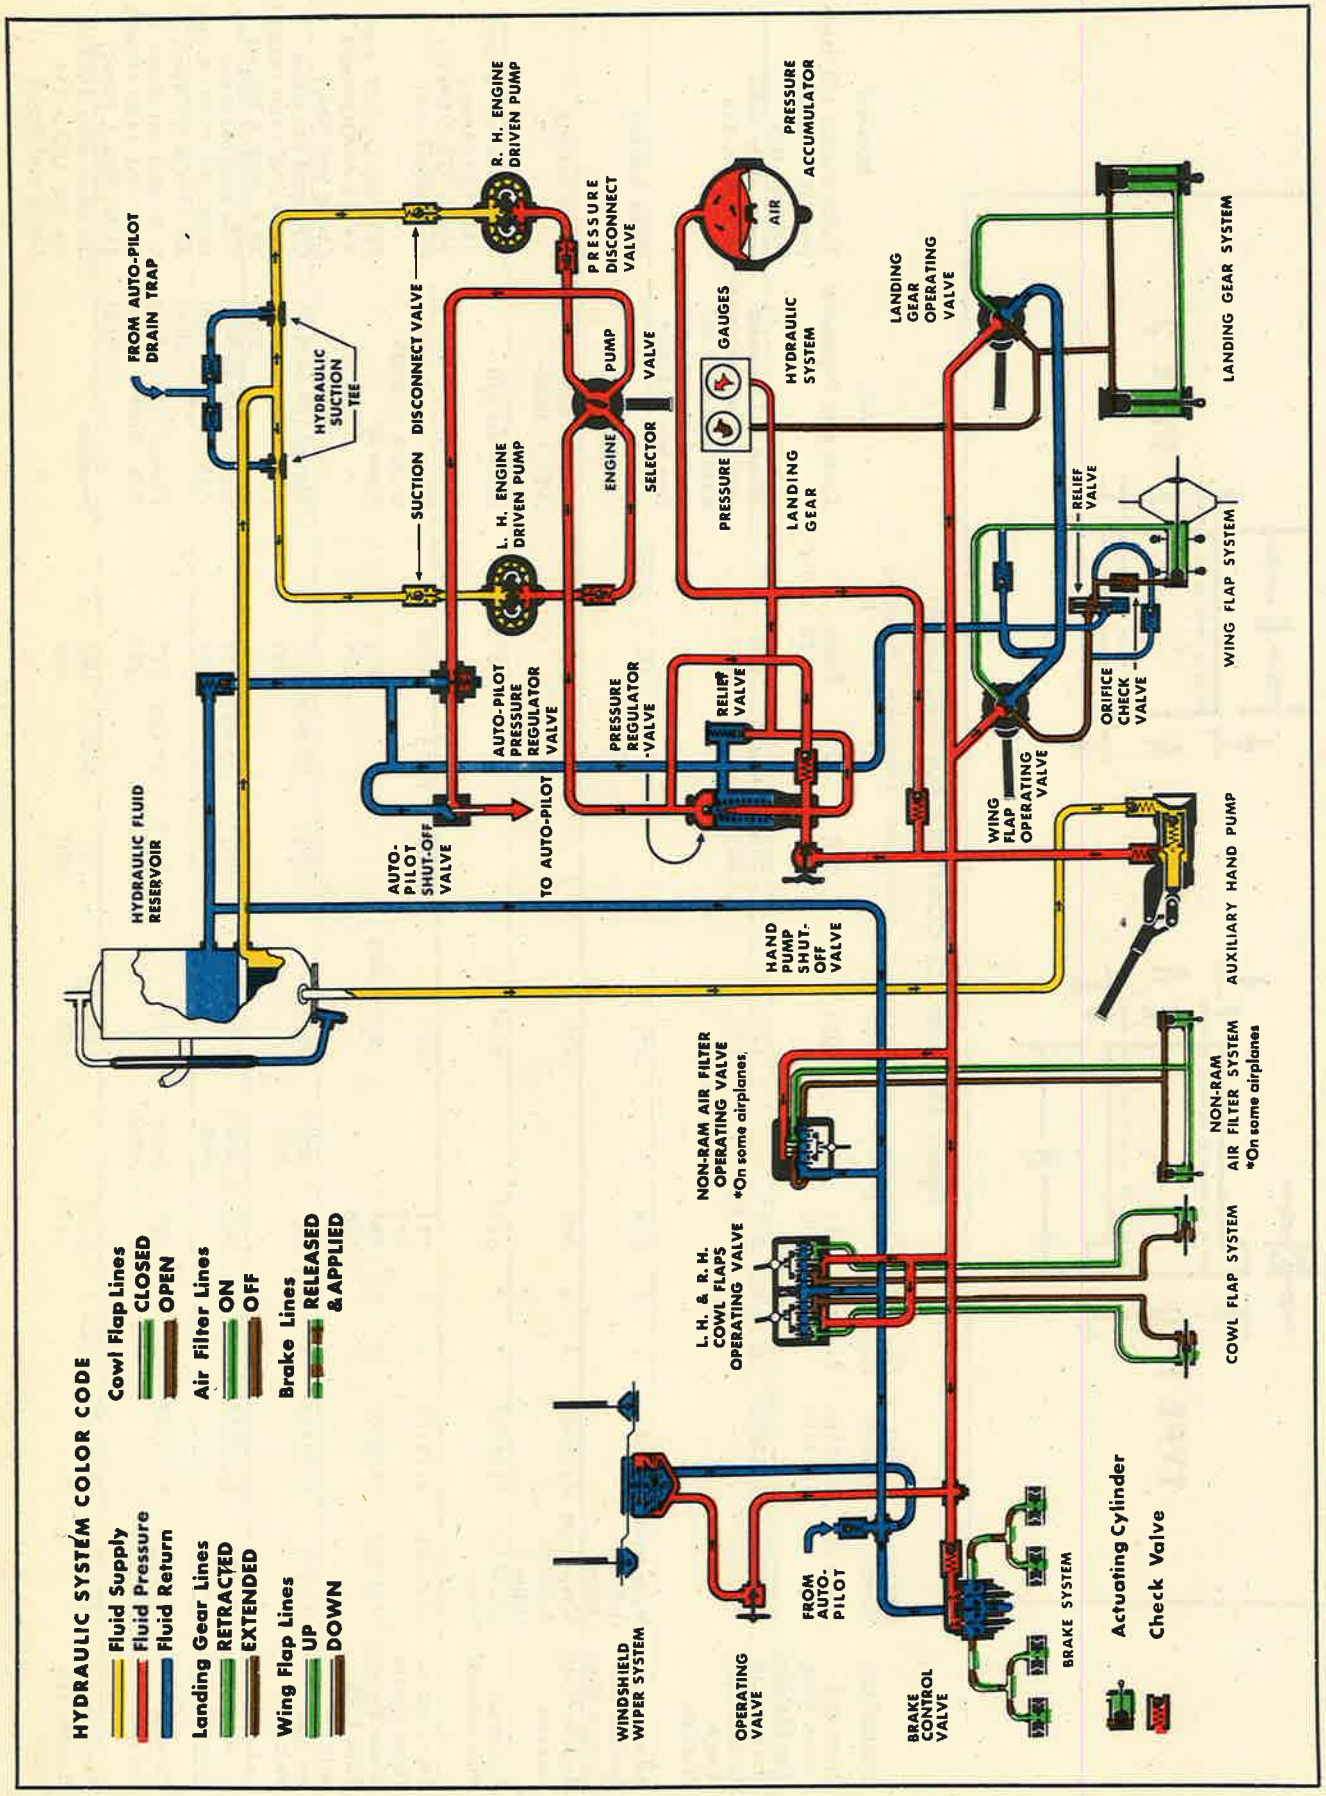

Figure 359—Complete Hydraulic System
a. GENERAL.—A pressure-accumulator type hydraulic system (figure 359) is installed in the airplane to operate the landing gear, brakes, cowl flaps, wing flaps, non-ram carburetor air filter mechanism, and windshield wipers. Two engine-driven hydraulic pumps are installed, one on the accessory drive section of each engine, to furnish pressure for the hydraulic system and the automatic pilot. Only mineral oil in accordance with Specification No. AN-VV-O-366 is used in the hydraulic system and approximately 6 U.S. (5 Imperial) gallons are required to fill the hydraulic system.